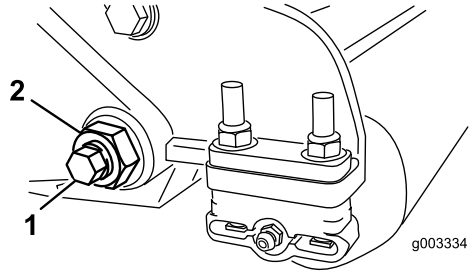
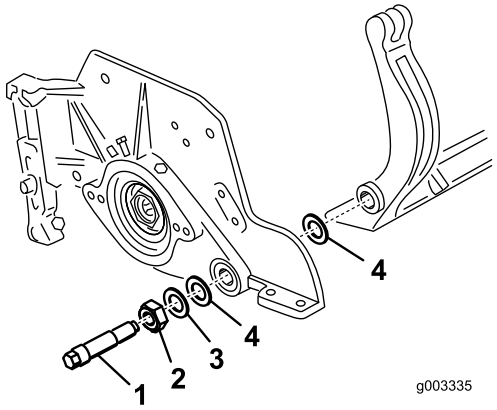

Figur 27
Figur 28
3. Lossa kontramuttern som fäster låsmuttern till underknivsstången på vardera sidan av maskinen (Figur 27).
4. Ta bort skruven till underknivsstången så att denna kan dras nedåt och avlägsnas från maskinen (Figur 27). Beräkna två nylonbrickor och en bricka av stansat stål på vardera änden av underknivsstången (Figur 28).
2. Fäst underknivsstången till vardera sidoplattan med tillhörande skruvar (muttrar på skruvar) och sex brickor. En nylonbricka placeras på vardera sidan om sidoplattans nav. Placera en stålbricka på utsidan av varje nylonbricka (Figur 28). Dra åt underknivstångens skruvar till ett moment på 37–45 Nm. Dra åt låsmuttrarna tills den yttre stålbrickan slutar rotera och spelet försvinner, men dra inte åt för hårt och böj inte sidoplåtarna. Det kan finnas ett mellanrum vid brickorna på insidan.